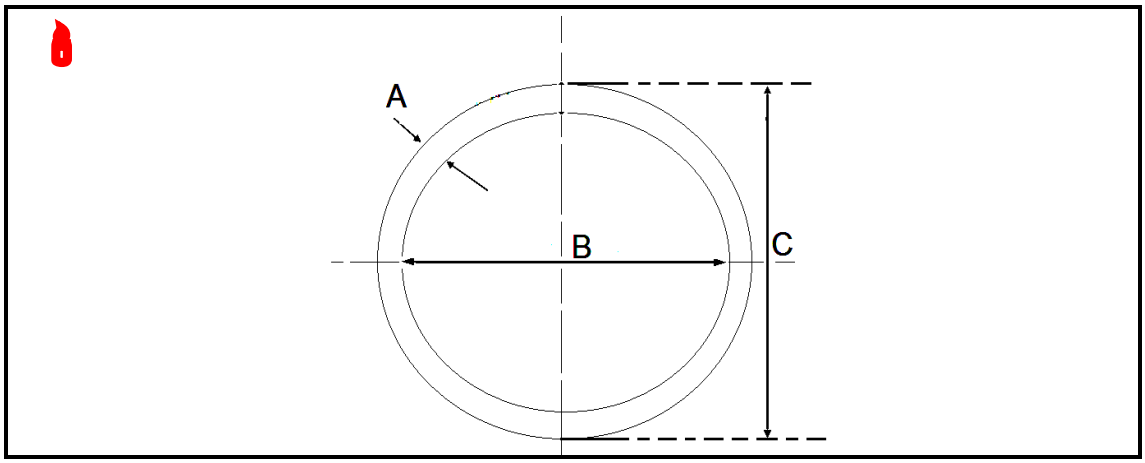

FIGUUR 2
3.1 FIGUUR 2 toon 'n deursnee-aansig van 'n pyp.